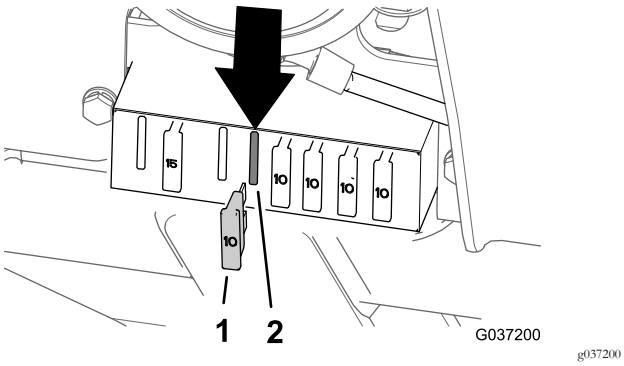

Figuur 37
- Model 30651 – 4e zekeringlocatie van links (Figuur 37)